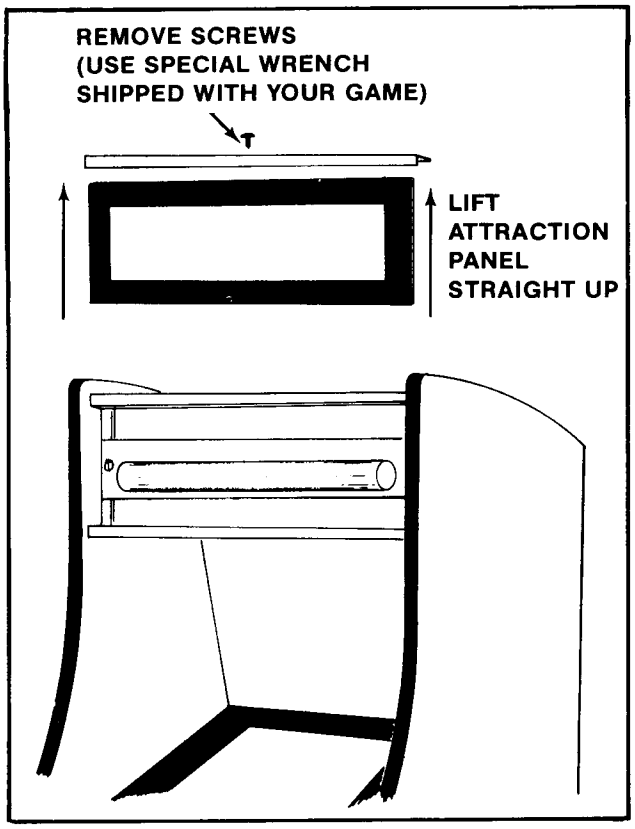

Figure 20 Removing attraction panel — Upright game
1. **UPRIGHT MODEL:** See Figure 20.
Remove the screws which secure the top bracket in place. (They are on its top side.) See Figure 20.
Remove the top bracket and slide up the attraction panel. This exposes the attraction panel fluorescent light tube and its mounting bracket assembly. See Figure 20.